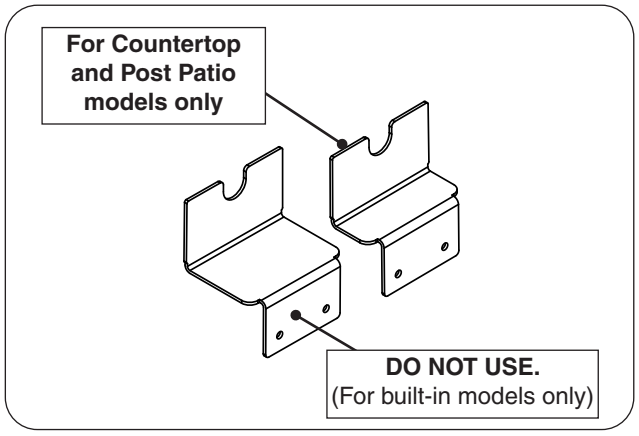

**Fig. 13-3** Select rotisserie bracket (if equipped)
2. Locate the correct rotisserie bracket for your installation. Use the small bracket to mount the rotisserie motor. Do not use the large bracket as it is for built-in models only. See Fig. 13-3.